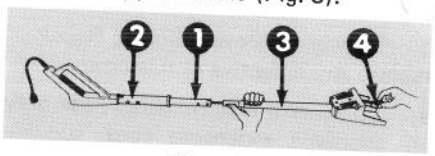

Figure 3
4. Lay handle assembly onto flat surface. Slide center handle grip off lower hand and onto upper handle (Fig. 3).
5. Align upper and lower handles. Hold handle connector with one hand and slide lower handle into mounting position in upper handle with other hand (Fig. 3).